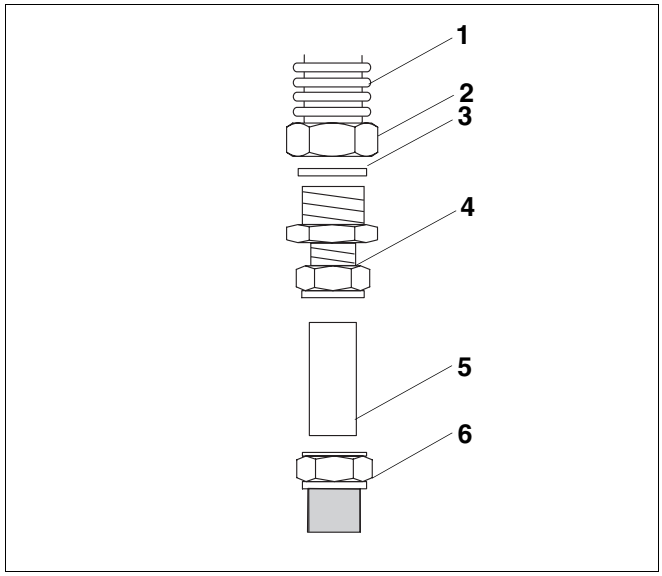

Afb. 7 Aansluiting van de Twin Tube DN 20 op de klemringschroefkoppeling 22 mm
- Plaats de dichting (afb. 7, **pos. 3**) in de voorgemonteerde wartelmoer Rp1 (afb. 7, **pos. 2**).
- Schroef de de rechte klemringschroefkoppeling R1 × 22 mm (afb. 7, **pos. 4**) aan de voorgemonteerde wartelmoer Rp1 (afb. 7, **pos. 2**) van de flexibele inox leiding (afb. 7, **pos. 1**).
- Houd de voorgemonteerde wartelmoer Rp1, (afb. 7, **pos. 2**) met de rechte klemringsschroefkoppeling R1 × 22 mm, (afb. 7, **pos. 4**) tegen met behulp van een geschikte steeksleutel.
- Breng de Cu-leidingen Ø 22 mm (afb. 7, **pos. 5**) op de juiste lengte, teneinde ze 2–3 cm in de klemringschroefkoppeling (afb. 7, **pos. 4**) te kunnen schuiven.
- Schuif de Cu-leidingen, die op de juiste lengte gebracht zijn, Ø 22 mm (afb. 7, **pos. 5**) volledig tot aan de aanslag in de klemringsschroefkoppelingen.